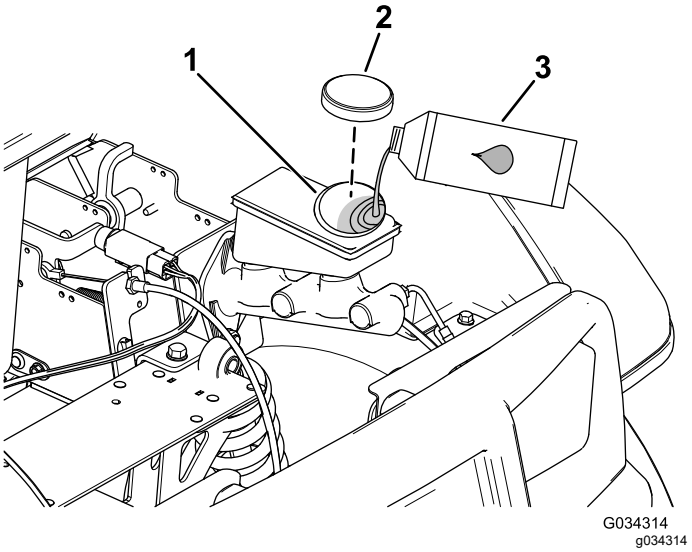

Figuur 50
2. Open de motorkap om toegang te krijgen tot de hoofdremcilinder en het reservoir (Figuur 50).
A. Reinig de omgeving van de reservoirdop en verwijder de dop (Figuur 50).
C. Plaats de dop weer op het reservoir (Figuur 50).